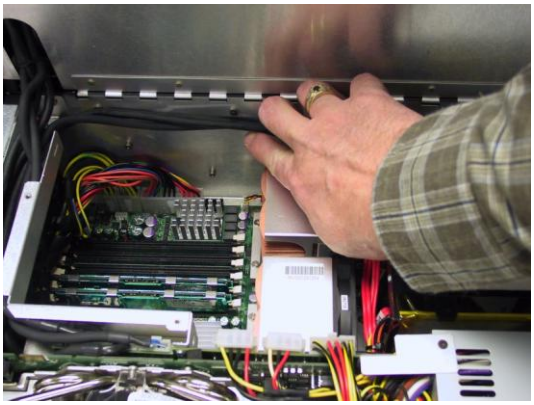
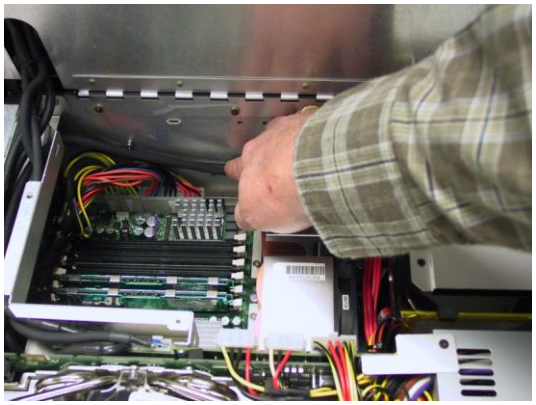

Figure 2-3
Figure 2-4
3) In the case of Rev-A systems, the left-hand display data and power cables may be located high up in the chassis as illustrated in Figure 2-3. If this is the case, gently reposition these cables to the bottom of the chassis as illustrated in Figure 2-4.